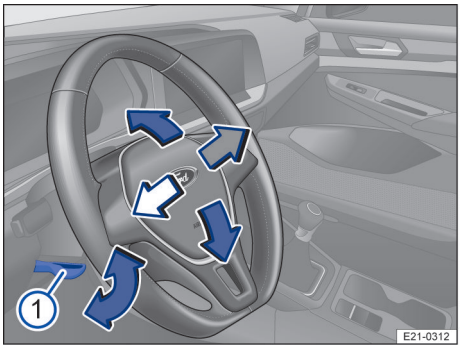

Fig. 58 Sous le volant, dans le revêtement de la colonne de direction : levier de réglage de la position du volant
1. Abaissez le levier → fig. 58 ①.
3. Poussez fermement le levier → fig. 58 ① vers le haut jusqu'à ce qu'il affleure le revêtement de la colonne de direction → ⚠.